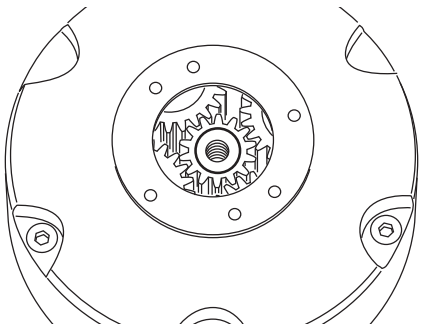

Fig. 2 - Removal of Sun Gear Shaft
4. Whilst road wheels are still on the ground, loosen wheel nuts (64).
6. Support tyre and rim assembly with a suitable sling and lifting device. Remove wheel nuts (64) and remove tyre and rim assembly from the machine. Remove opposite road wheel in the same way.
7. Place suitable containers under the differential and both hubs (26). Remove differential drain plug and drain oil from the differential.
8. Rotate hubs (26) until drain plug (45) is at its lowest point. Remove plug (45) and seal ring (44) and drain oil from hub.
9. Index mark planet carrier (6) and hub (26) to aid in installation.
10. Loosen screws (1) then prise cover (2) from planet carrier (6), removing o-ring (3) and pin (4) in the process.
11. Using a suitable threaded stud locate into threaded centre on the end of sun gear shaft to remove shaft. Refer to Fig. 2
13. Using a suitable lifting device, secure to planet carrier (6).